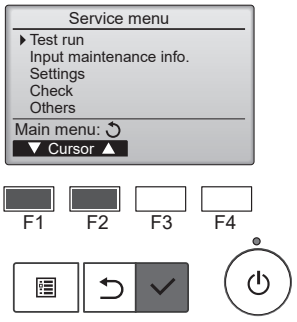

Abb. 7-1
(1) Wählen Sie „Test run“ (Testlauf) aus dem Service-Menü, und drücken Sie die [AUSWAHL]-Taste. (Abb. 7-1)